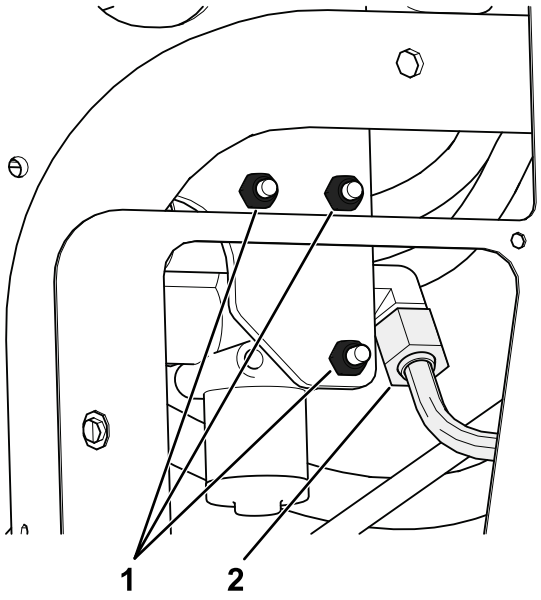

Figure 5
A. Remove the 3 bolts and nuts securing the existing lift valve to the frame, and separate it from the frame to allow for removal of the T-fitting (340-94) as shown in Figure 5.